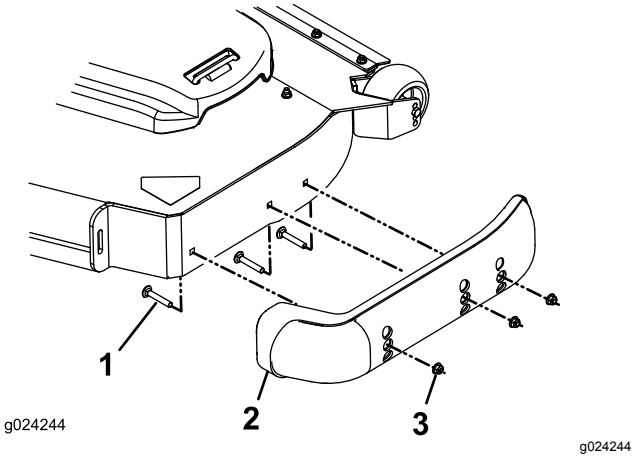

Figur 34
3. Fjern låseboltene og mutterne fra hver støtteplate (Figur 34).